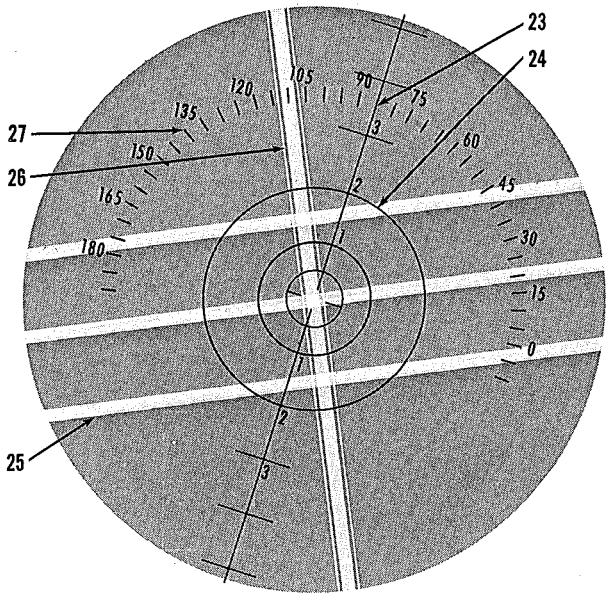

Figure 2
1. Pull back the lens holder (5) and insert the lens with its concave side against the nosepiece.
3. Adjust the spectacle lens table height, using lever (14), so that the lens will be approximately centered against the nosepiece when resting on the table.
4. Look into the eyepiece. If the power of the lens makes the bright-line target too blurred to center, rotate the power wheel until the target lines are in approximate focus. Raise or lower the lens and slide the lens or spectacles from side to side on the lens table until centering is achieved, as in Figure 2.